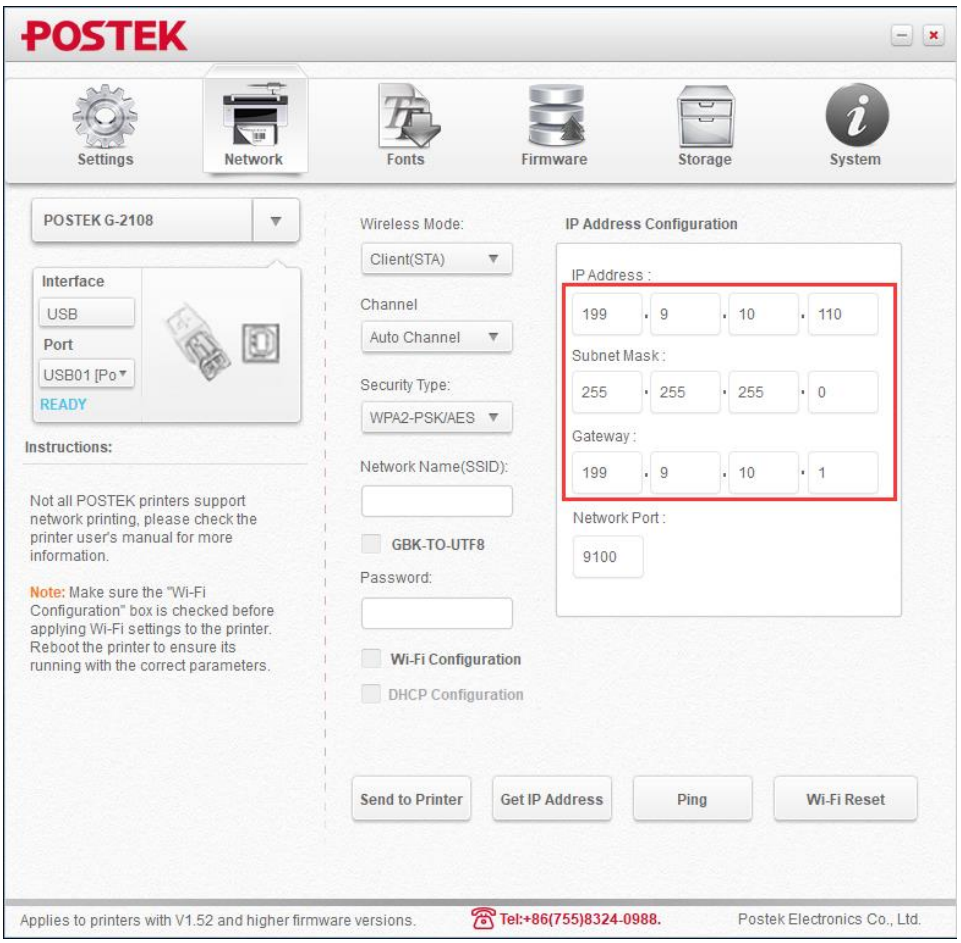

Figure 2-25 Configure the Network Parameters
5. Enter the "IP Address", "Subnet Mask", and "Gateway" (Note: the IP address here must be in the same network segment as the LAN, and the last figure of the IP address should be unique in the network group), as shown in Figure 2-25.